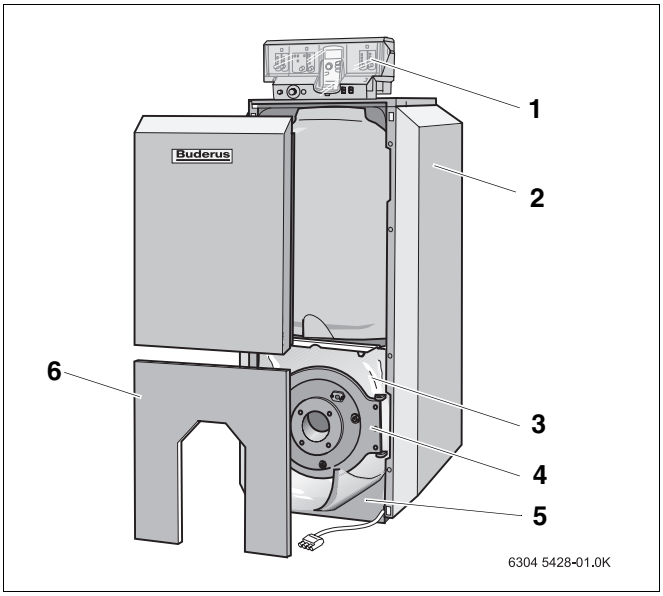
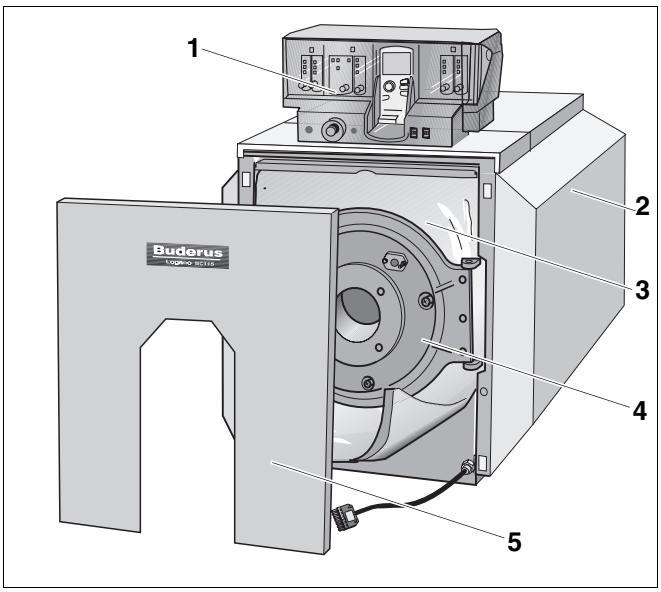

Abb. 1 Heizkessel SC115T mit Warmwasserspeicher
Abb. 2 Heizkessel SC115 ohne Warmwasserspeicher
1. Heizkessel mit eingebautem Warmwasserspeicher SC115 T (➔ Abb. 1)
2. Heizkessel ohne eingebautem Warmwasserspeicher SC115 (➔ Abb. 2)
Die Hauptbestandteile des Öl-/Gas-Spezialheizkessels Logano SC115T (➔ Abb. 1) und SC115 (➔ Abb. 2) sind: